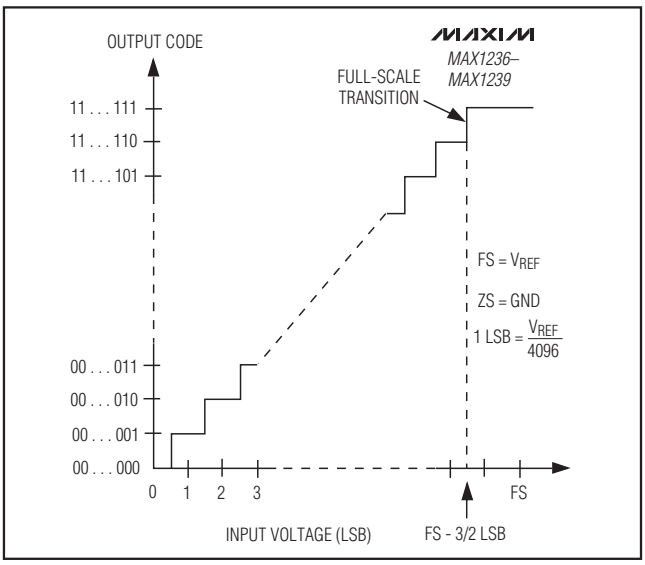

Figure 12. Unipolar Transfer Function
Output data coding for the MAX1236–MAX1239 is binary in unipolar mode and two's complement in bipolar mode with 1 LSB = ($V_{REF}/2^N$) where "N" is the number of bits (12). Code transitions occur halfway between successive-integer LSB values. Figures 12 and 13 show the input/output (I/O) transfer functions for unipolar and bipolar operations, respectively.